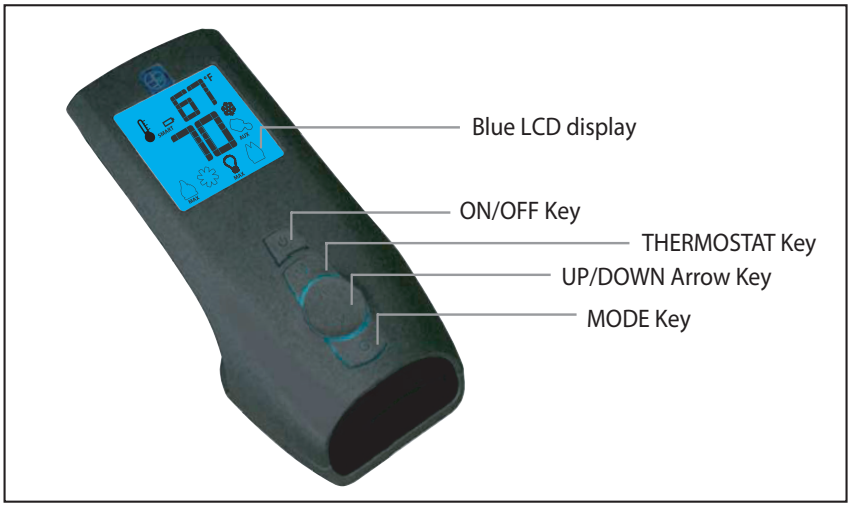
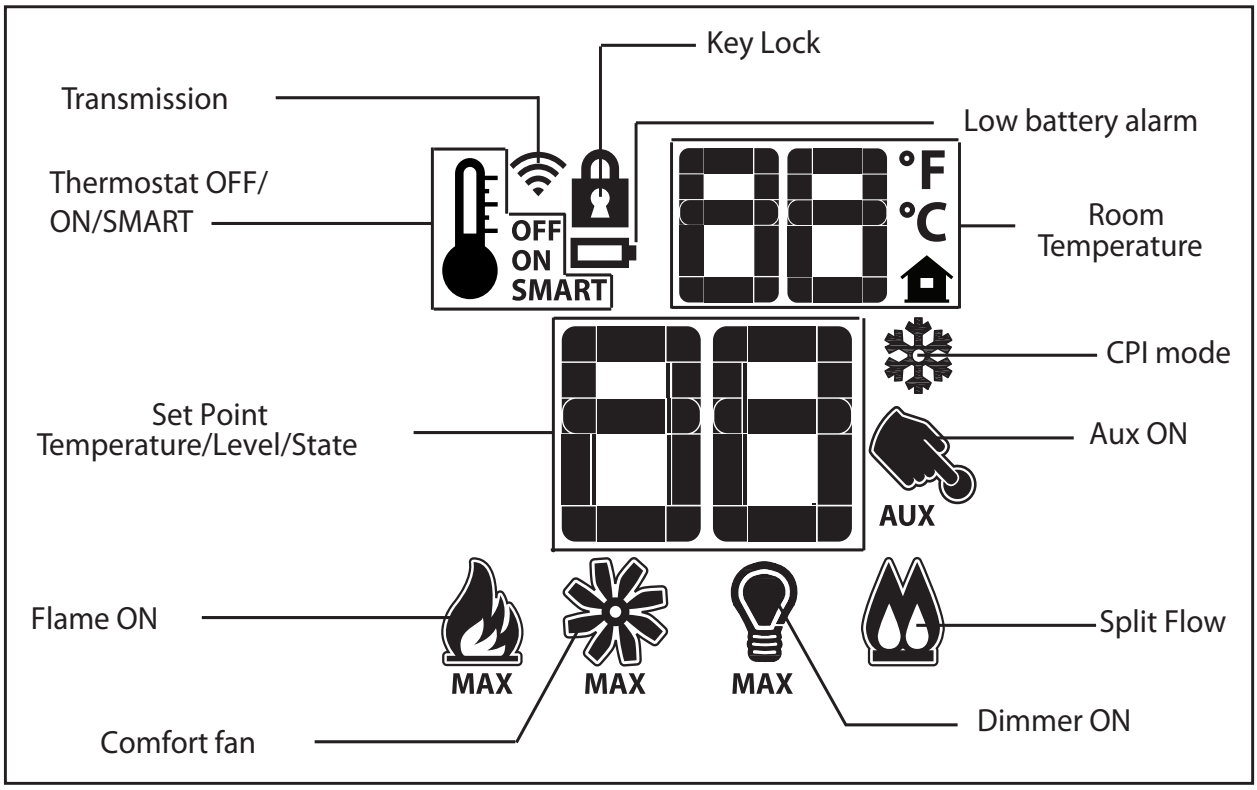
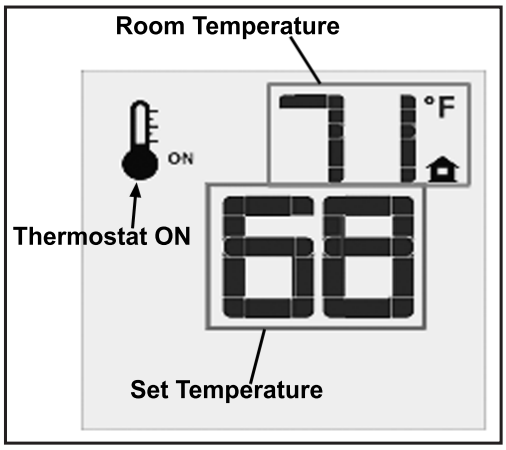
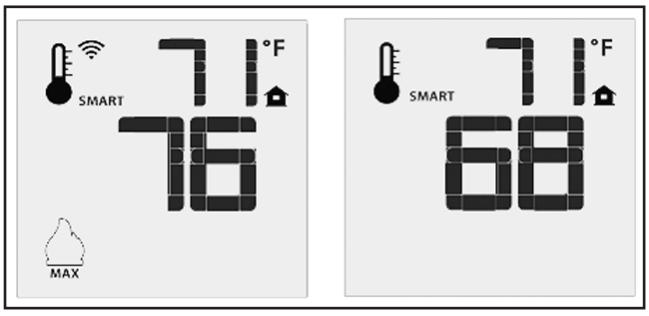

Figure 4: Proflame 2 Transmitter.
Figure 5: Proflame 2 Transmitter LCD Screen.
Figure 9: Remote Control Displays Set Temperature.
Figure 10: Remote Control's Smart Flame Function.
The Proflame 2 Transmitter is a black remote control with a blue backlit lcd display. It uses a streamline design with a simple button layout and informative lcd readout (Figure 5). The Transmitter is powered by three (3) AAA type batteries. A Mode Key is provided to Index between the features and a Thermostat Key is used to turn on/off or index through Thermostat functions (Figure 4 & 5)
Press the ON/OFF Key on the Transmitter. The Transmitter LCD display will only show the room temperature and Icon (see Figure 9). A single "beep" from the IFC confirms reception of the command and both the pilot light (if the unit is not set to continuous pilot) and main burner will turn off.
The Remote Control can operate as a room thermostat. The thermostat can be set to a desired temperature to control the comfort level in a room. To activate this function, press the Thermostat Key (see Figure 4). The LCD display on the Transmitter will change to show that the room thermostat is "ON" and the set temperature is now displayed (see Figure 9). To adjust the set temperature, press the Up or Down Arrow Keys until the desired set temperature is displayed on the LCD screen of the Transmitter.
The Smart Thermostat function adjusts the flame height in accordance to the difference between the set point temperature and the actual room temperatures. As the room temperature gets closer to the set point the Smart Function will modulate the flame down. To activate this function, press the Thermostat Key (Figure 4) until the word "SMART" appears to the right of the temperature bulb graphic (Figure 10). To adjust the set temperature, press the Up or Down Arrow Keys until the desired set temperature is displayed on the LCD screen of the Transmitter.
2. Remove the (14) T-20 bolts retaining the access panels as shown in Figure 10.